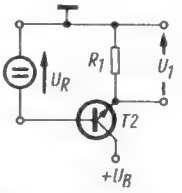
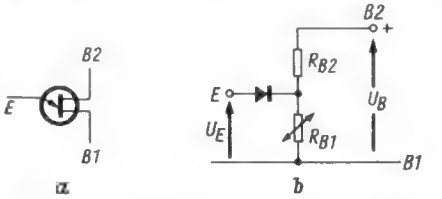

Bild 2. npn-Transistor als eingeprägte Regelspannungsquelle
Bild 1. Schaltsymbol (a) und vereinfachtes Ersatzschaltbild (b) eines Unijunction-Transistors
Verwendet wird ein npn-Transistor in Kollektorschaltung *(Bild 2)*. Für ihn wird eine Regelspannung U_R gebraucht, die mit steigendem Hf-Eingangssignal gegen Masse negativer wird.
Die Zusammenschaltung von Bild 1 und Bild 2 ergibt das Prinzip nach *Bild 3*. Die thermische Stabilität bedingt, daß der Widerstand R_2 im Emitter der Hf-Vorstufe einen Wert von 1,2 kΩ hat. Deshalb wird nach Gleichung (9) und unter Vernachlässigung des Korrekturfaktors $\left(1 - \frac{1}{B}\right)$ – das ist für $B \approx 100$ zulässig – der Widerstand $R_1 = R_2 = 1{,}2$ kΩ.
Die Fernseh-Direktübertragung der Automobilrennen von dieser Rennstrecke erforderte umfangreiche technische Mittel. Um von allen interessanten Streckenabschnitten Bilder zu erhalten, wurden *18 stationäre elektronische Kameras* über die gesamte Rennstrecke verteilt aufgestellt. Die Standorte waren so gewählt, daß jede Kamera einen möglichst großen Abschnitt der Bahn erfaßte; mit diesen Kameras konnten etwa 55 % der gesamten Strecke eingesehen werden, und zur lückenlosen Verfolgung der Rennwagen über den gesamten Kurs wurde ferner eine in einen Hubschrauber eingebaute *Fliegende Kamera* benutzt *(Bild 1)*.
Um den Fernsehzuschauern aber auch Bilder aus der Fahrerperspektive zeigen zu können, hatte das Zweite Deutsche Fernsehen einige Filmaufnahmen, die mit einer in einen Sportwagen eingebauten Kamera während der Trainingszeiten aufgenommen wurden, in die laufende Direktübertragung eingeblendet. Ähnliche Aufnahmen wurden als Experiment während des ADAC-1000-km-Rennens *direkt* übertragen. Hierzu war eine Vidikon-Kamera in einen Porsche-GTS-904-Rennwagen, der als offizielles Fahrzeug am Rennen teilnahm, eingebaut *(Bild 2)*. Die Kamera-Signale wurden über einen 4-W-Fernsehsender über den als Relaisstelle fungierenden Hubschrauber in die Zentrale gefunkt. Den internationalen Richtlinien für Grand-Prix-Rennen entsprechend war eine solche Übertragung beim *Großen Preis von Deutschland* nicht möglich.
Bild 1. Eine in einem Bundeswehr-Hubschrauber vom Typ Vertol eingebaute Fernsehkamera lieferte über einen 50-W-Sender Aufnahmen von der Rennstrecke. Die Empfangsstation stand auf dem Turm der Nürburg
Bild 2. Beim ADAC-1000-km-Rennen hatte man versuchsweise eine Vidikon-Kamera (oben) in einem Porsche-Rennwagen GTS-904 eingebaut. Links unten der CSF-Reportagesender, ein Telefunken-Funksprechgerät daneben
Dieses Verhalten des Unijunction-Transistors kann mit der in *Bild 2* dargestellten Transistorschaltung nachgebildet werden [1]. Die Basis des Transistors T 1 erhält über den Teiler R 1/R 2 die Spannung $U_B \cdot R_1/(R_1 + R_2)$. Solange der Emitter von T 1 negativer ist als die Basis, sind die Transistoren T 1 und T 2 gesperrt, es fließt kein Strom. Wird die Spannung U_E jedoch größer als $U_B \cdot R\,1/(R\,1 + R\,2)$, beginnt in T 1 ein Emitterstrom zu fließen.
Links: Bild 2. Nachgebildeter Unijunction-Transistor